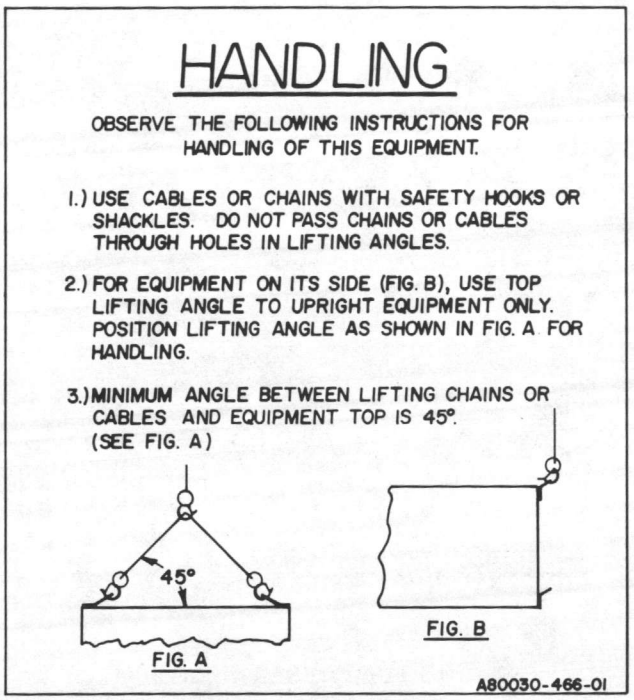

Figure 1
a. **Lifting angles are furnished as standard on each 24″ deep shipping section when deemed appropriate.** Deeper switchboards may also have lifting angles if the weight limit is not exceeded. Follow the instructions on the label supplied on each shipping section (See Figure 1). This label includes illustrations for the proper use of lifting angles.